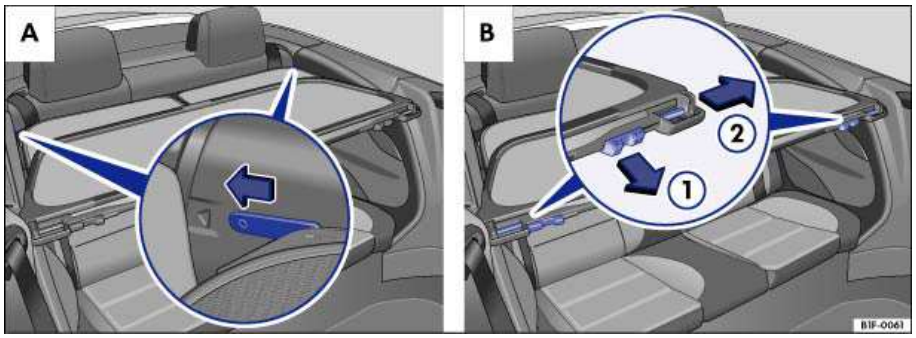

Fig. 33 A. Push tabs (spacers) on wind blocker into slots. B. Align and engage the spring-loaded locking pins.
- Gently insert the tabs on the back of the wind blocker into the slots (next to the rear seat backrests) until they latch ⇒ fig. 33 **A** (inset).
- Pull the handle ⇒ fig. 33 **B** in the direction of arrow (1) and then slide the locking pin in the direction of arrow (2) into the retainer.
- Press the handle ⇒ fig. 33 **B** (magnified area) opposite the direction of the arrow (1) and slide the locking pin opposite the direction of the arrow (2) out of the side retainer.
- Slide both wind blocker tabs opposite the direction of the arrow out of the slots ⇒ fig. 33 **A** (magnified area).